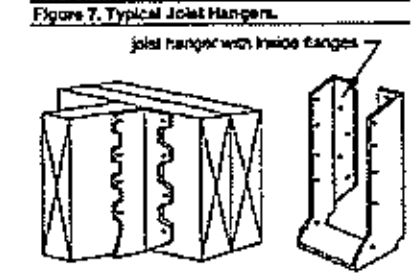

Figure 8A. Post-to-Beam Attachment Requirements.
All deck post sizes shall be 6x6 (nominal) or larger, and the maximum height shall be in accordance with Table 4 and measured from grade to top of foundation, whichever is highest, to the underside of the beam. Under prescriptive limits of this document, 8x8 (nominal) posts can be substituted anywhere in Table 4 but are limited to a maximum height of 14'-0". Posts shall be centered on footings. Cut ends and notches of posts shall be field treated with an approved preservative (such as copper naphthenate) [R402.1.2]. The beam shall be attached to the post by notching as shown in Figure 8A or by providing an approved post cap to connect the beam and post as shown in Figure 8B. All 3-ply beams shall be connected to the post by a post cap. All through-bolts shall have washers under the bolt head and nut. Attachment of the beam to the side of the post without notching is prohibited (see Figure 9).
Stairs, stair stringers, and stair guards shall meet the requirements shown in Figure 27 through Figure 34 and Table 6 except where amended by the local jurisdiction. All stringers shall be a minimum of 2x12. Stair stringers shall not span more than the dimensions shown in Figure 28. If the stringer span exceeds these dimensions, then a 4x4 post may be provided to support the stringer and shorten its span length. The 4x4 post shall be notched and bolted to the stringer with (2) 1/2" diameter through-bolts with washers per Figure 8A. The post shall be centered on a 12" diameter or 10" square, 6" thick footing. The footing shall be constructed as shown in Figure 34 and attached to the post as shown in Figure 12. An intermediate landing may also be provided to shorten the stringer span (see provisions below). If the total vertical height of a stairway exceeds 12'-0", then an intermediate landing shall be required. All intermediate stair landings must be designed and constructed as a non-ledger deck using the details in this document. Stairs shall be a minimum of 36" in width as shown in Figure 33 [R311.7]. If only cut stringers are used, a minimum of three are required. For stairs greater than 36" in width, a combination of cut and solid stringers can be used, but shall be placed at a maximum spacing of 18" on center (see Figure 29). The width of each landing shall not be less than the width of the stairway served. Every rectangular landing shall have a minimum dimension of 36" measured in the direction of travel and no less than the width of the stairway served [R311.7].